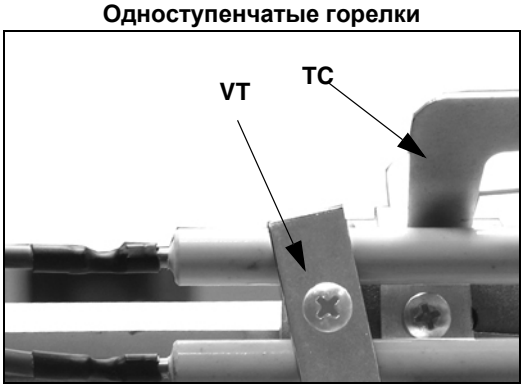
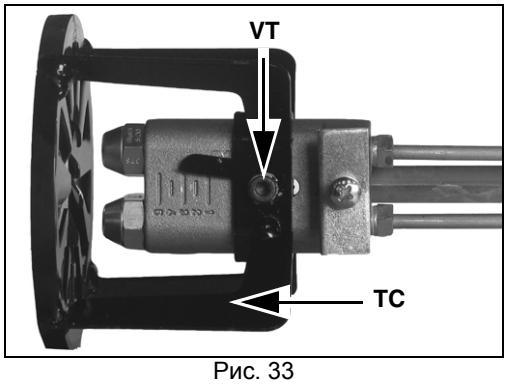

Рис. 32
Рис. 33
- Открутить сопла, используя два ключа (на 16 и 24 мм), как указано на Рис. 32-Рис. 33.